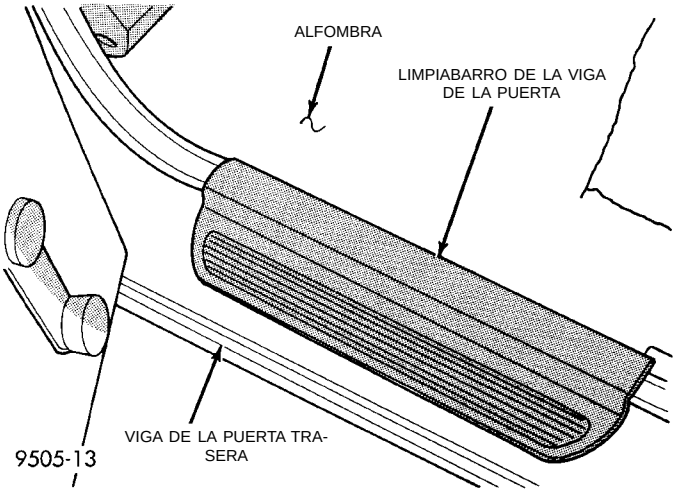

Fig. 139 Limpiabarros de la viga de la puerta trasera
(8) Retire el cojín del asiento trasero del vehículo.
(9) Retire los limpiabarros (Fig. 139) de las vigas de la puerta trasera derecha e izquierda. Los limpiabarros están fijados a las vigas de la puerta mediante collarines en la parte inferior de los limpiabarros. Haga presión **cuidadosamente** para retirar los collarines de retención del limpiabarro de las vigas de la puerta.